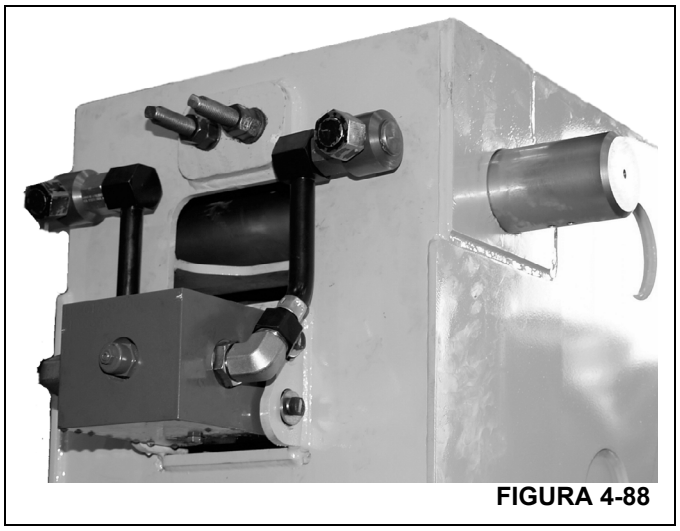

FIGURA 4-88
11. Conecte el bloque de lumbreras con la tubería (Figura 4-88).